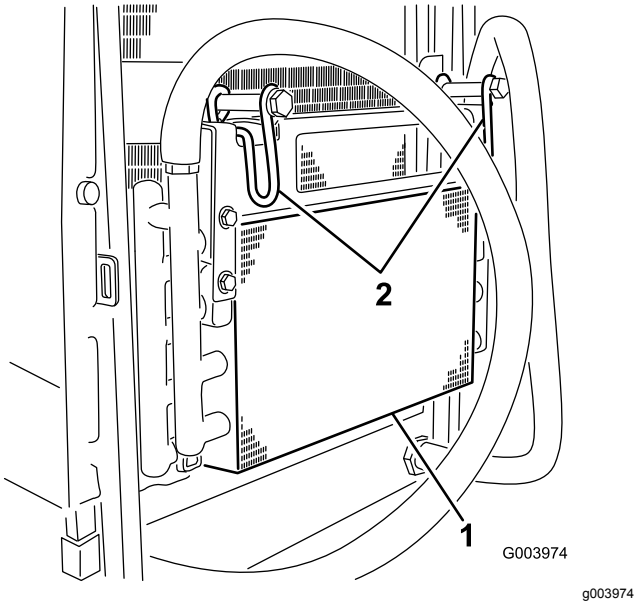

Figur 52
6. Vrid spärren inåt för att frigöra oljekylaren (Figur 52).